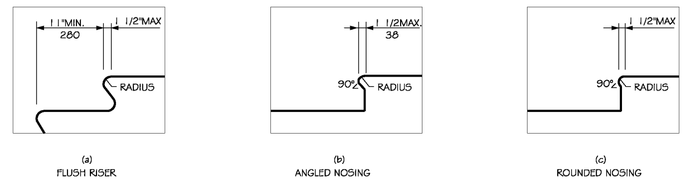

FIG. 18
4.9.3 NOSINGS. THE UNDERSIDES OF NOSINGS SHALL NOT BE ABRUPT. THE RADIUS OF CURVATURE AT THE LEADING EDGE OF THE TREAD SHALL BE NO GREATER THAN 1/2" (13mm). RISERS SHALL BE SLOPED OR THE UNDERSIDE OF THE NOSING SHALL HAVE AN ANGLE NOT LESS THAN 60 DEGREES FROM THE HORIZONTAL. NOSINGS SHALL PROJECT NO MORE THAN 1-1/2" (38mm) (SEE FIG. 18).